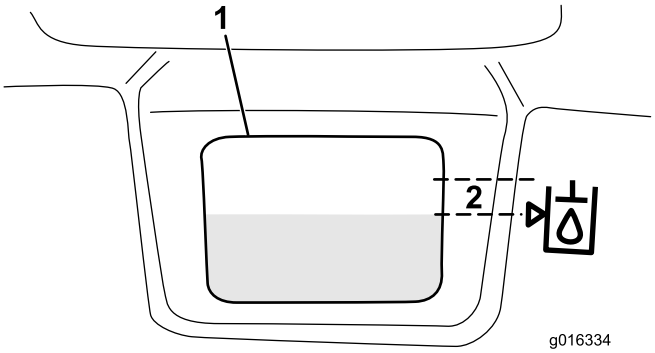

**Figure 31**
3. Versez lentement le liquide hydraulique approprié dans le réservoir jusqu'à ce que le niveau se situe à 6 mm maximum de la flèche dans le symbole près du viseur blanc sur le devant du réservoir (Figure 31). Ne remplissez pas excessivement.